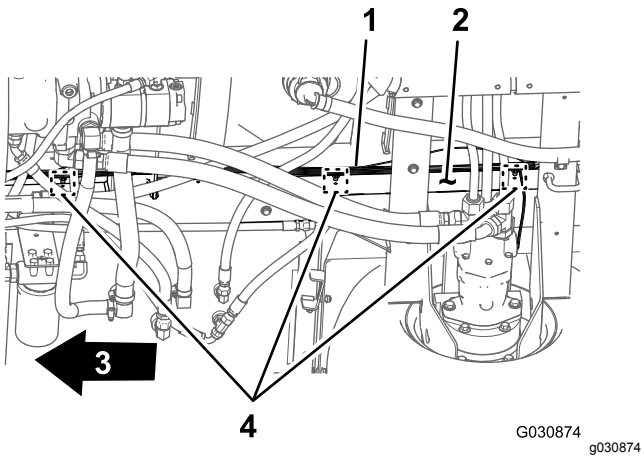

Figur 52
3. Fjern de tre skyvefestene som fester den bakre ledningssatsen til hullene i maskinens høyre rammerør (Figur 52).